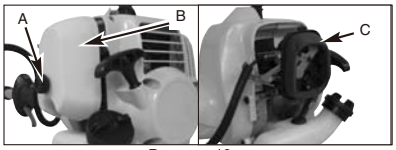

Рисунок. 16
1. Отвинтите барашковый винт (A), удерживающий крышку фильтра на месте, затем снимите крышку (B) и извлеките фильтр (C) из воздушной камеры (рис. 16).